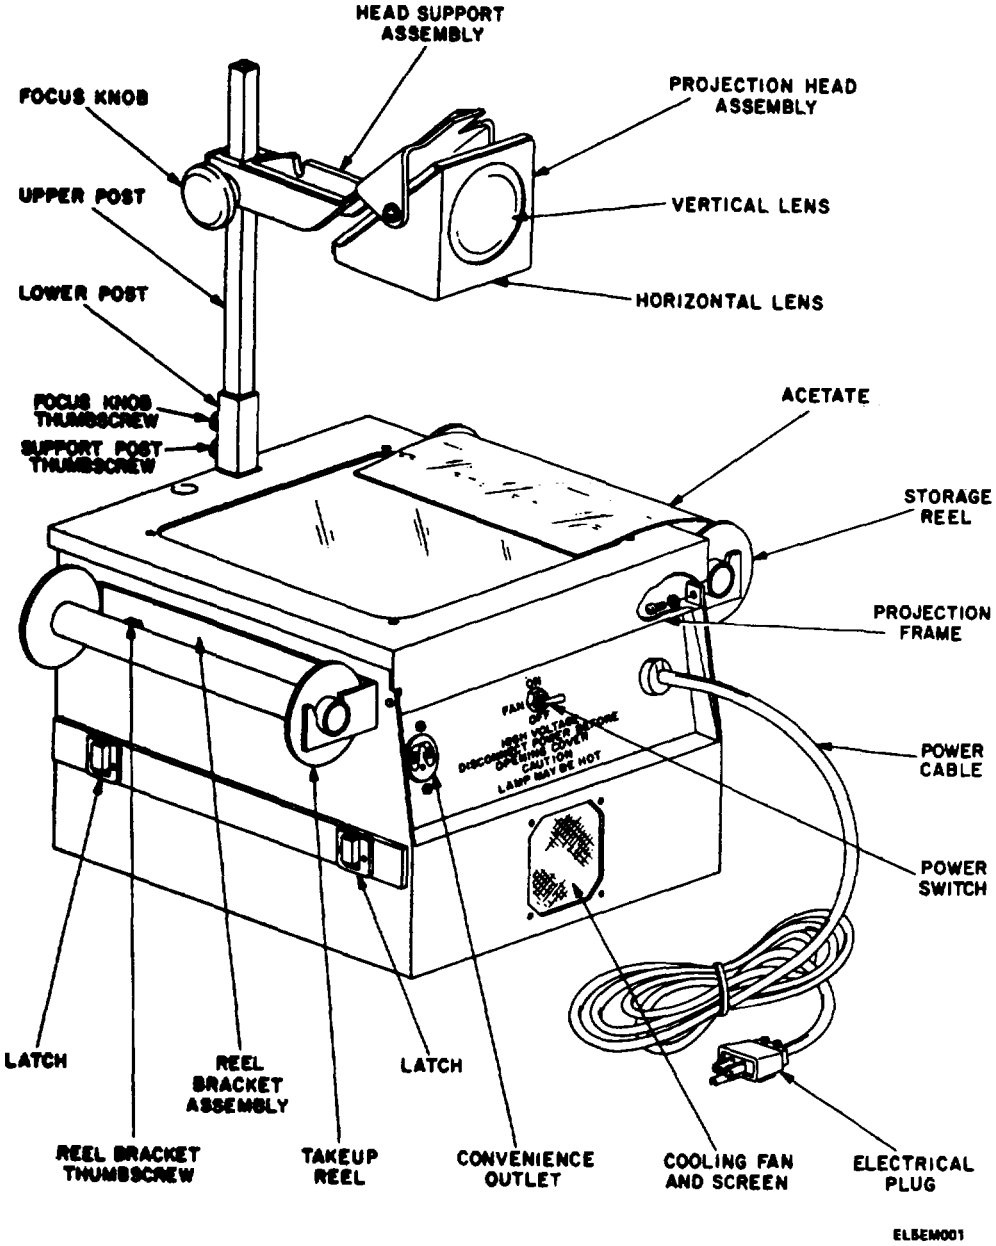

Figure 1-1. Projector, Still Picture PH-637E/PFP. 1-1
a. This manual describes Projector, Still Picture PH-637E//PFP (projector) (fig. 1-1) and covers its installation, Operation, and operator and organizational maintenance. It includes operation under usual and unusual conditions, and cleaning and inspection instructions for operator and organizational maintenance.